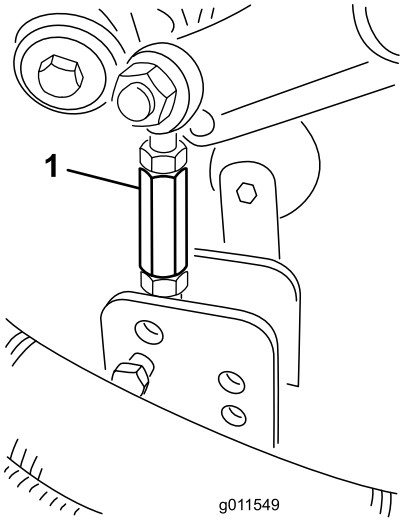
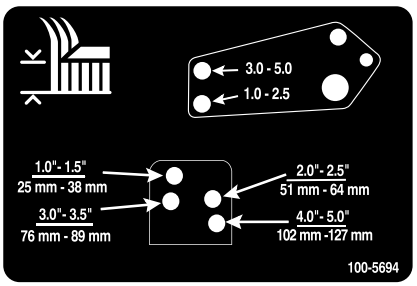

Figuur 25
Figuur 26
8. Verwijder de R-pennen en de gaffelpennen waarmee de verbindingen van de demper zijn bevestigd aan de beugels van het maaidek (Figuur 25). Houd de openingen in de verbinding van de demper recht voor de gewenste openingen in de maaihoogtebeugel in het maaidekframe (Figuur 26). Plaats de gaffelpennen en monteer de R-pennen.